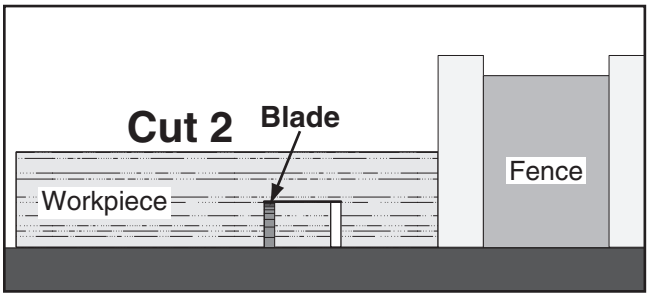

Figure 66. Second cut for a single blade dado.
8. Repeat the cutting operation on the other side of the dado channel, as shown in **Figure 66.**